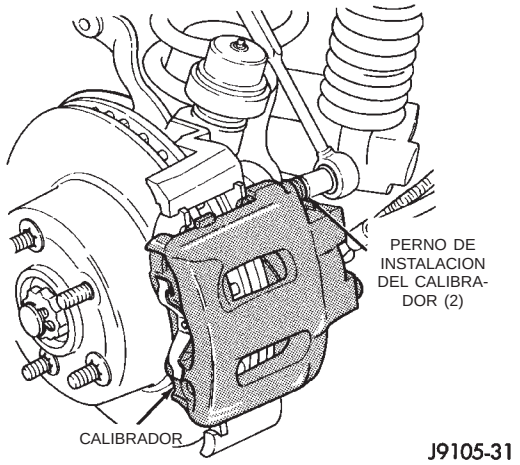

Fig. 26 Pernos de instalación del calibrador
(6) Retire los pernos de instalación del calibrador (Fig. 26).